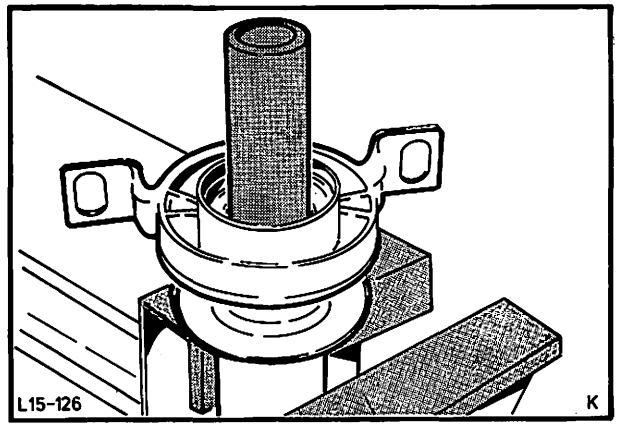

Abb. 193 Mittellager mit einem Rohrstück aufpressen
7. Komplettes Mittellager mit einem geeigneten Rohrstück auf den vorderen Gelenkwellenteil pressen, Abb. 193.